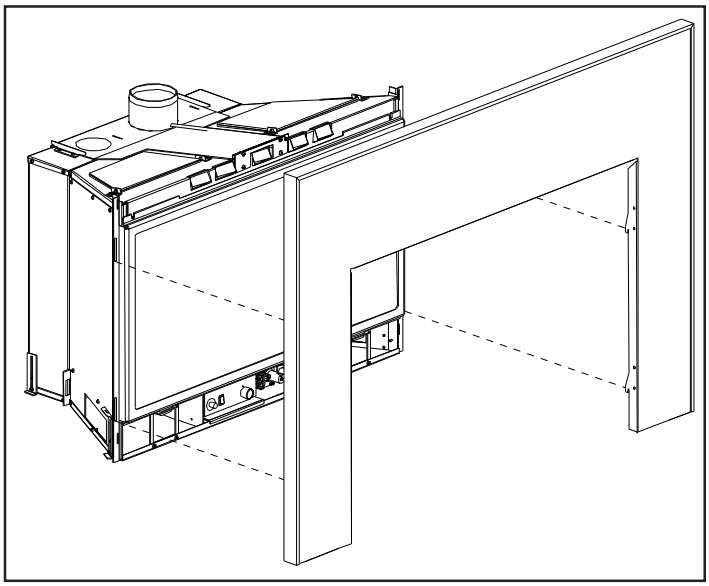

Figure 29: Filler panel with trim installation.
INSTALLATION: Lift the surround upright in front of the fireplace with the four (4) hooks pointing towards the fireplace. Slide the hooks into their corresponding slots (see Figure 29). Ensure the hooks are pushed all the way into the slots and the notch on the hook must be on the bottom of the slot. The surround should be wiped with a damp cloth periodically.